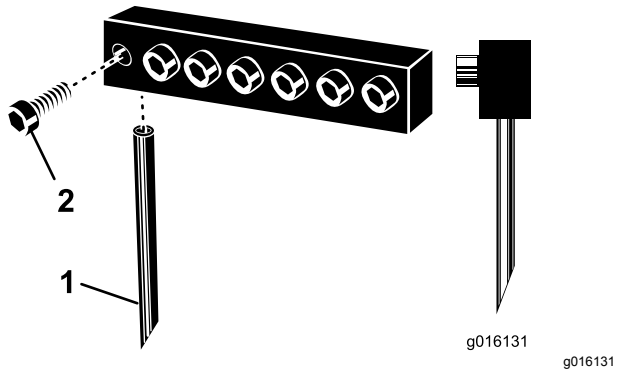

Rysunek 30
3. Poluzuj śruby mocujące i wyjmij zęby używane wcześniej (Rysunek 30).
Informacja: Drążone zęby wgłębne powinny być umieszczone z otworem wylotowym z tyłu, natomiast zęby pełne powinny być skierowane ścięciem końcówki zęba w stronę maszyny (Rysunek 30).